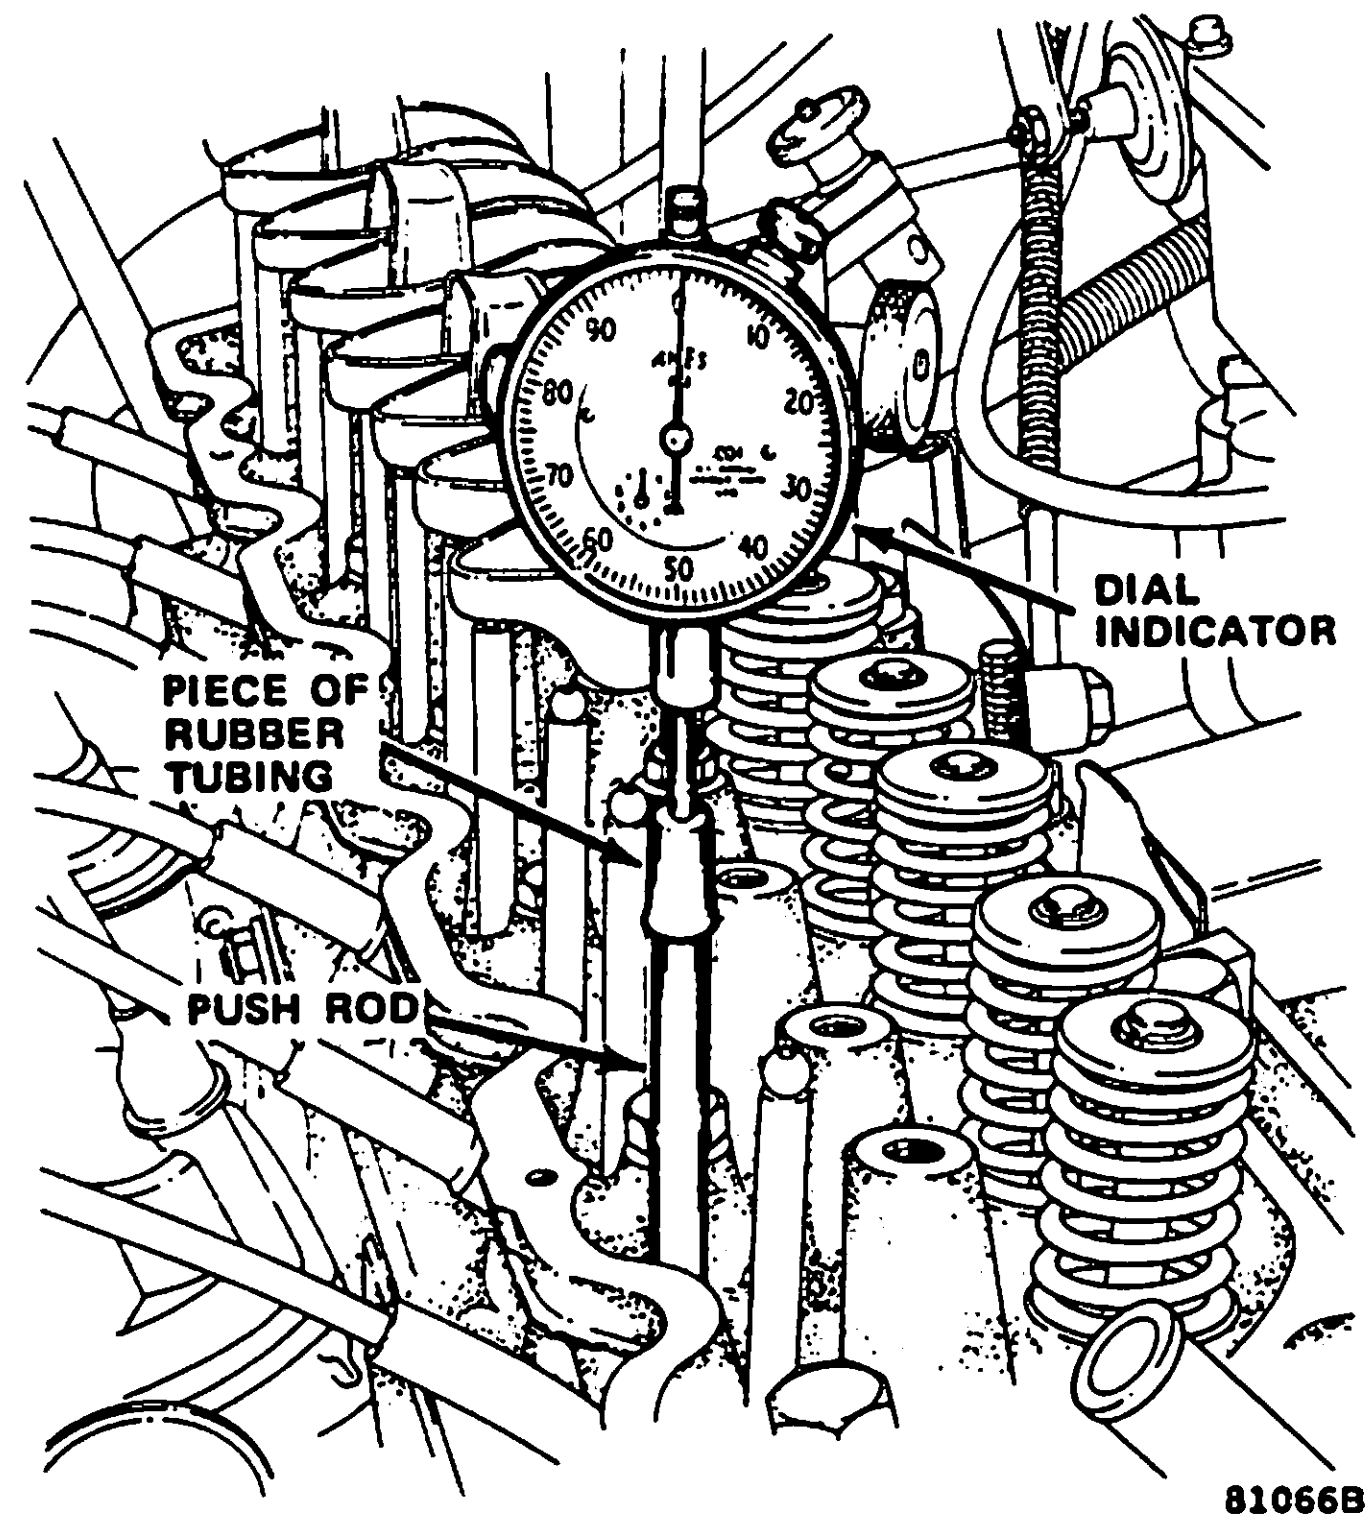

Fig. 1B-55 Cam Lobe Lift Measurement and Valve Timing
(1) Remove cylinder head cover.
(2) Remove bridge and pivot assemblies and rocker arms.
(3) Remove spark plugs.
(4) Install dial indicator on end of push rod. Use piece of rubber tubing to hold dial indicator plunger squarely on push rod (fig. 1B-55).
(5) Rotate crankshaft until cam lobe base (heel) circle (push rod down) is under valve tappet. Set dial indicator to zero.
(6) Rotate crankshaft until push rod reaches its maximum upward travel. Note distance on dial indicator. Refer to Specifications for correct cam lobe lift.
(1) Disconnect ignition wires and remove spark plugs.
(2) Remove cylinder head cover.
(3) Remove bridge and pivot assembly and rocker arms from No. 1 cylinder.
(4) Rotate crankshaft until No. 6 piston is at TDC on compression stroke.
(5) Rotate crankshaft counterclockwise (viewed from front of engine) 90°.
(6) Install dial indicator on end of No. 1 cylinder intake valve push rod. Set dial indicator to zero (fig. 1B-55).
(7) Rotate crankshaft clockwise (viewed from front of engine) until dial indicator pointer indicates 0.016-inch (0.406 mm) lift.
(8) Timing mark on vibration damper should be indexed with TDC mark on timing degree scale. If timing mark is more than 1/2 inch (12.7 mm) from TDC in either direction, valve timing is incorrect.